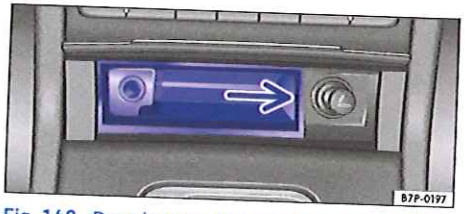

Fig. 148 Dans la console centrale avant : extraction du cendrier.
- Retirez l'insert de cendrier vers le haut en le saisissant sur le côté → fig. 148 (flèche).